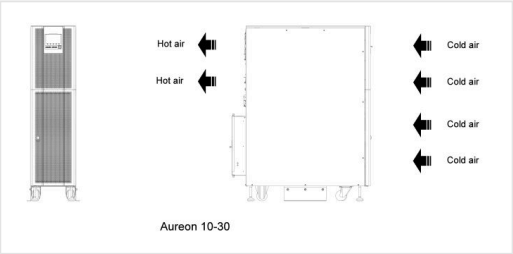

FIGURE 2-1 Cooling: cold air in at the front, hot air out at the rear
- At least 12 in (300 mm) behind and beside the UPS: the air enters at the front and leaves at the rear (Figure 2-1). Do not put the rear against a wall.